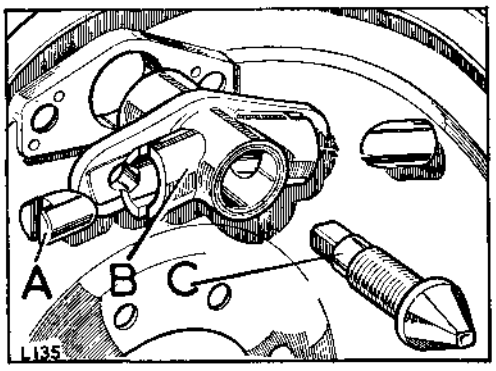

**Fig. H1-84. Brake shoe adjuster**
10. Fit the adjuster assembly to the anchor plate. See Fig. H1-84.